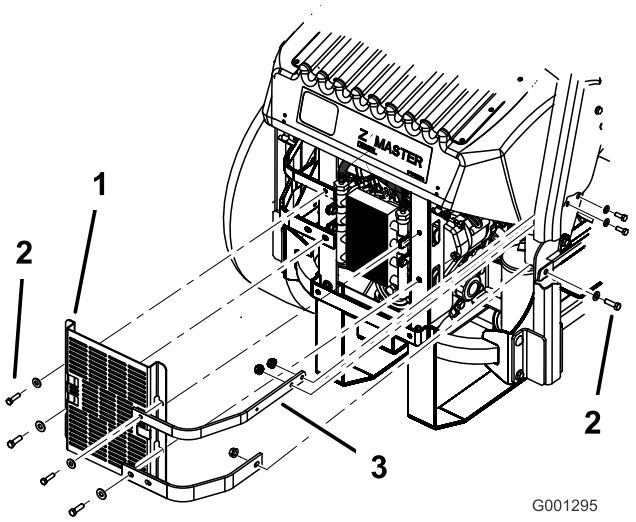

Figuur 56
3. Verwijder de 4 bouten waarmee het scherm van de oliekoeler is bevestigd aan het achterframe (Figuur 56).
4. Verwijder de 3 bouten waarmee de beugels van de motor zijn bevestigd aan de zijkant van de machine (Figuur 56).
12. Monteer het scherm van de oliekoeler en de beugels van de motor aan het achterframe met de 4 bouten die u eerder hebt verwijderd (Figuur 56).
13. Monteer de beugels van de motor aan de zijkant van de machine (Figuur 56).